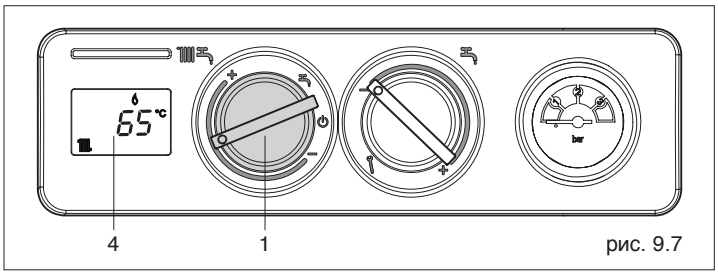

рис. 9.7
- **Режим «Зима»:** установите переключатель режимов работы (1, рис. 9.7) внутри зоны, обозначенной знаками + и – если вы хотите, чтобы котёл работал на отопление и на ГВС. Приоритет будет у функции ГВС. При запросе тепла котёл включится, на дисплее (4, рис. 9.7) отобразится температура воды в контуре отопления, значок работы в режиме отопления и значок пламени . При запросе на производство горячей воды, на дисплее (4, рис. 9.7) отобразится температура воды в бойлере, значок работы в режиме ГВС и значок пламени .